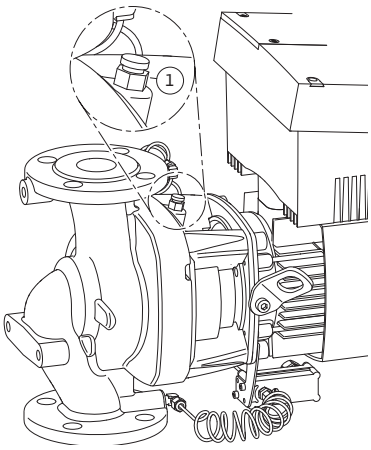

*Fig. 49: Válvula de ventilación*
6. Despresurice la bomba abriendo la válvula de ventilación (Fig. 49, pos. 1).